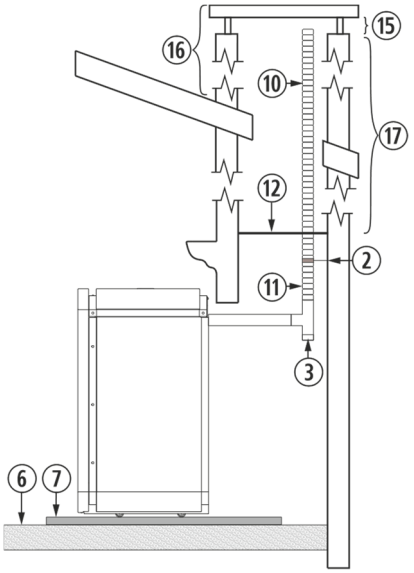

Figura 10
4.28. L’installazione di una stufa ad incasso in un caminetto può essere realizzata in completa totalità in un tubo flessibile, così come è indicato nella *figura 10.* Dobbiamo prestare speciale attenzione al momento di realizzare l’isolamento tra il caminetto e il tubo di fuoriuscita di gas per evitare possibili arretramenti di gas in caso di tormenta.